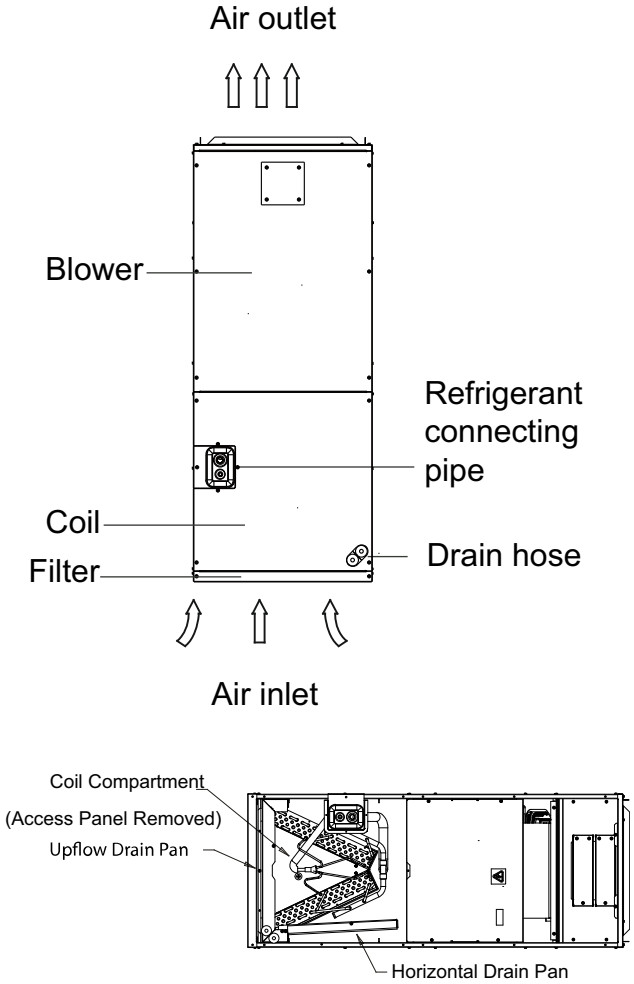

Fig. 15 —Indoor Unit Representation
- **Illustrations in this manual are for explanatory purposes. The actual shape of your indoor unit may be slightly different. See Fig. 15. The actual shape shall prevail.**
- **This display panel on the indoor unit can be used to operate the unit in case the remote control has been misplaced or is out of batteries. See Fig. 15.**